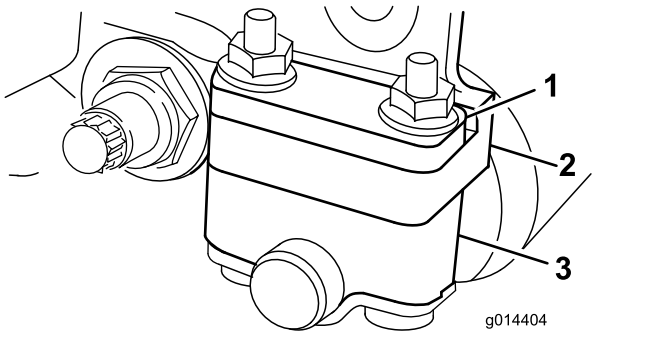
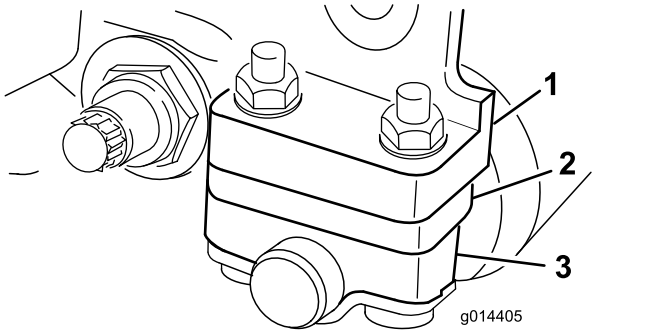

Figur 11
Figur 12
Afhængigt af den ønskede klippehøjde skal du justere bagrullens holdere (Figur 11 eller Figur 12) til høj eller lav position:
- Placer afstandsbøsningen over sidepladens monteringsflange (fabriksindstilling), når klippehøjdeindstillingerne ligger på 1,5 til 6 mm som vist i Figur 11.
- Placer afstandsklodsen under sidepladens monteringsflange, når klippehøjdeindstillingerne er på 3 til 25 mm som vist i Figur 12.
2. Fjern møtrikkerne (2), der fastgør hver rulleholder og afstandsklods til hver af sidepladens monteringsflanger.
4. Placer afstandsklodser på skruerne over eller under rulleholderne efter behov (Figur 11 eller Figur 12).